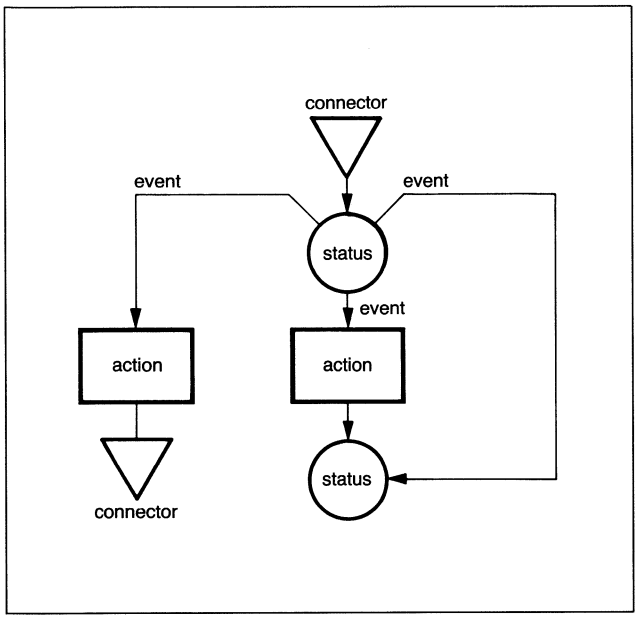

Figure 5:
The tables shown in figure 4 are produced following the guidelines laid down in DIN 66222 (which corresponds to ISO 7809). These recommendations contain status diagrams (see figure 5) which can easily be converted into table form. The middle column shows the output states and transfer states. The three left-hand columns contain the events; the actions are shown on the right. Up to 256 such tables can be generated for each process. The user is allowed free choice of status designations within the table generator. Events and actions can either be selected from the sets already defined, or newly defined. Flags, variables and complex elements can also be included. The process control routine recognises the various flags and processes them in accordance with a user-definable order of priority. In this way, it is possible to carry out the maximum number of processes (15) practically simultaneously. In trace mode, the running of the protocol can be observed and checked, i. e. changes of state and their associated events and actions which have actually occured can be displayed.